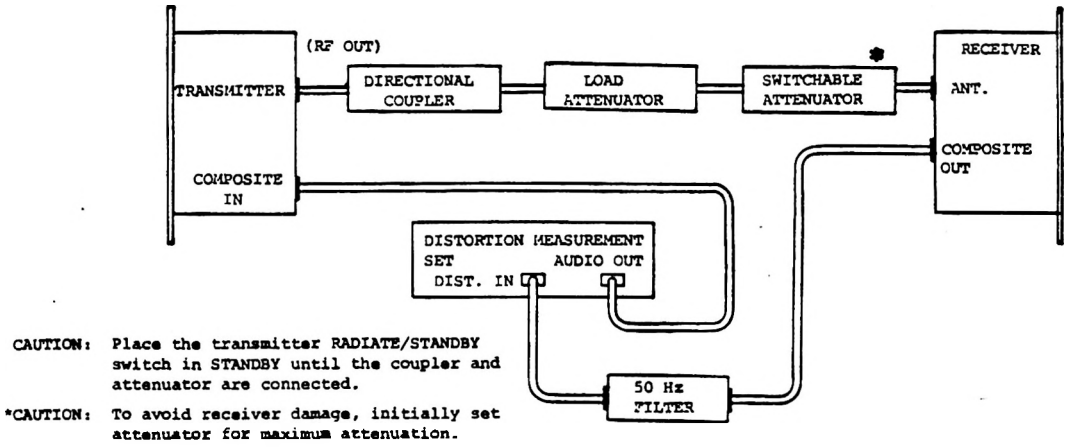

Figure 6-8. STL distortion alignment
1. Connect the equipment as shown in Figure 6-8 and adjust controls on the distortion measurement set as follows: